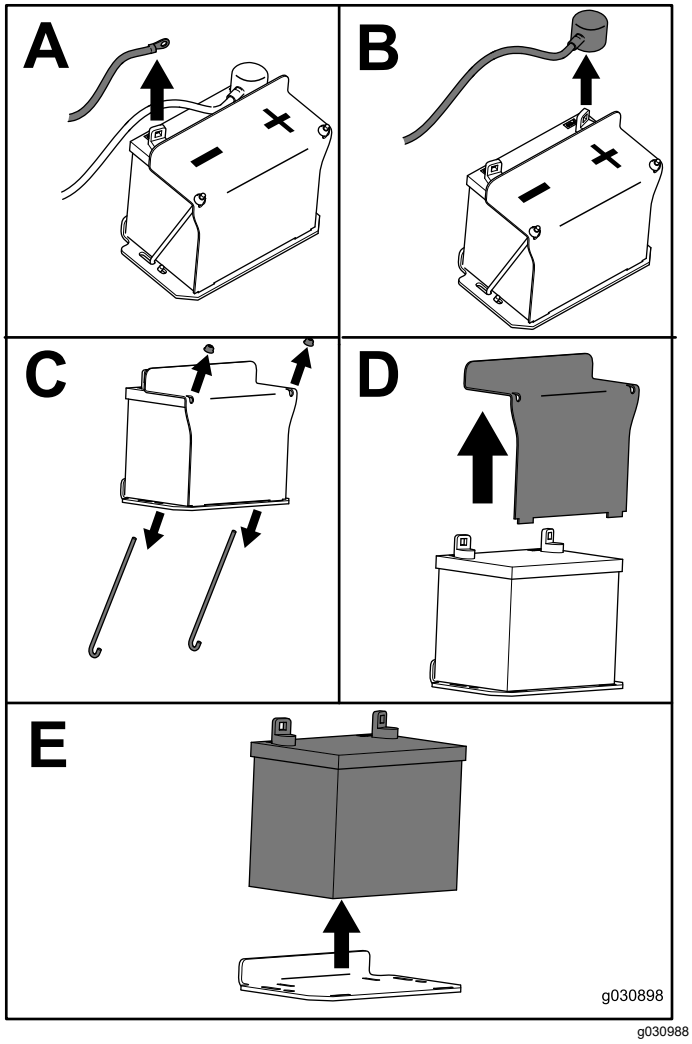

Figure 54
3. Retirez la batterie, comme montré à la Figure 54.